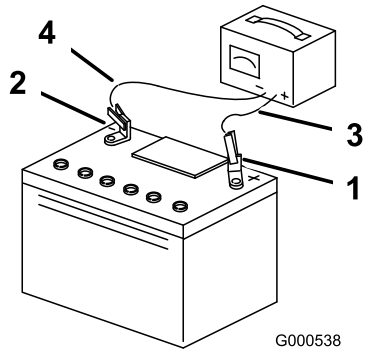

Figur 47
3. Når batteriet er fuldt opladet, skal du tage opladeren ud af stikkontakten og dernæst koble opladningskablerne fra batteriets poler (Figur 47).